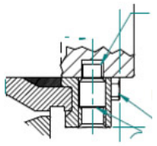

Abbildung 1
8) 2 Zapfenschrauben einbauen und festziehen. (Abbildung 1)